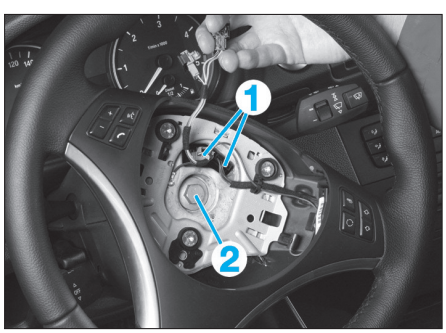

Fig. 1
• Débrancher les connecteurs (1) **(Fig.1)**.
- la vis de fixation (2),